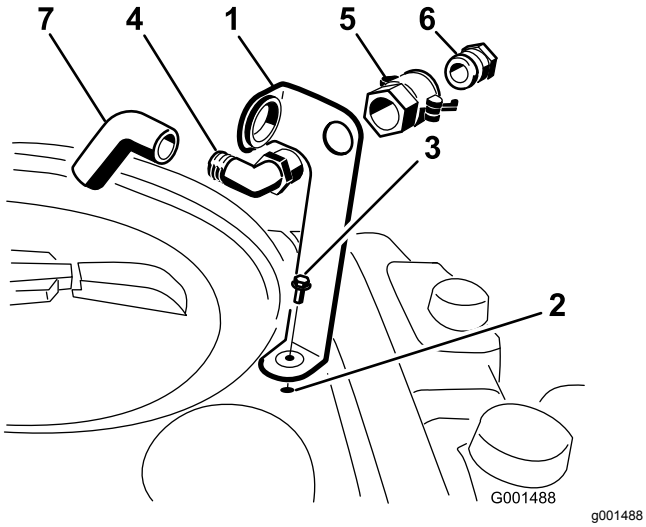

Figur 3
1. Placera fästet till påfyllningsreservoaren över det gängade hålet i tanken och fäst det med en flänsskruv (5/16 x 3/4 tum) enligt (Figur 3).
2. För in 90-gradersvinkelkopplingens gängade ände i fästet och skruva fast snabbkopplaren, så att kopplingen sitter fast på fästet (Figur 3).
3. Montera slangadaptern i snabbkopplaren (Figur 3).
4. Lås adaptern på plats genom att svänga reglagen mot adaptern och sedan fästa dem med hårnålssprintarna (Figur 3).
5. För antihävertslangen genom den stora öppningen på fästet och för sedan på den 90-graderskopplingens hullingförsedda ände (Figur 3).